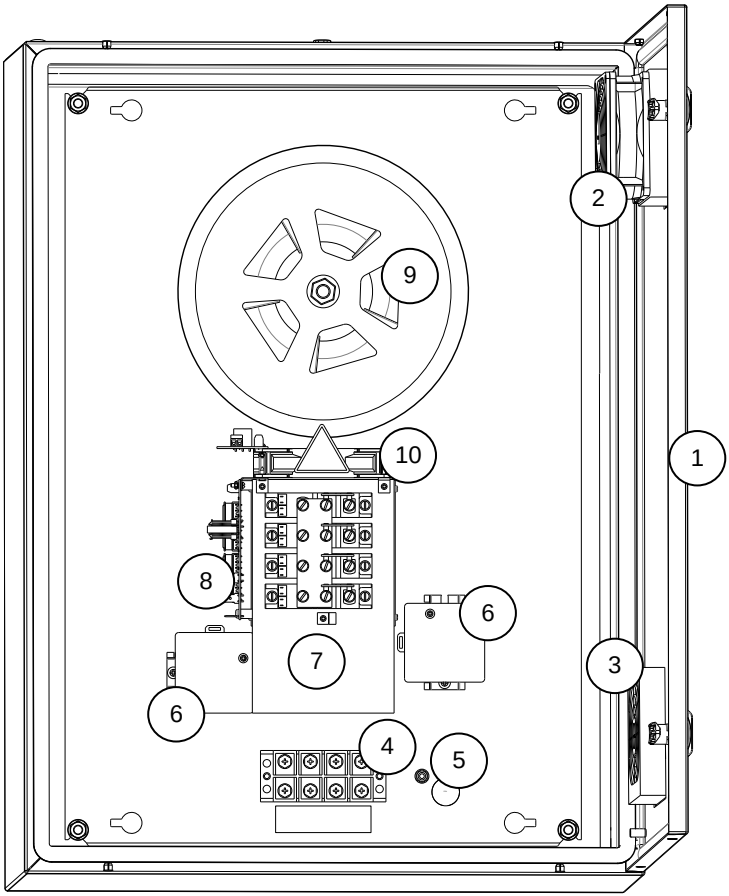

Рисунок 2. Общий вид изделия и его функциональных блоков:
Внутри изделия расположена клеммная колодка для сетевого подключения (подвод снизу) и подключения нагрузки (4), а также клемма заземления (3) (см. Рисунок 2).